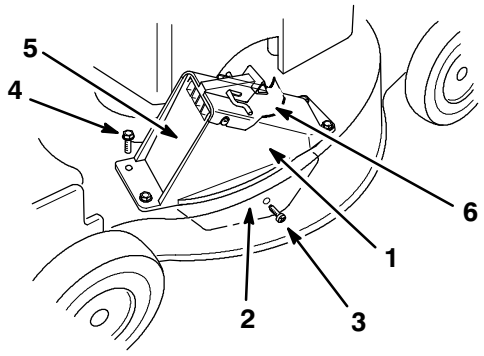

**Figure 35**
3. Open and close the tunnel door to ensure that it moves freely (Fig. 35).